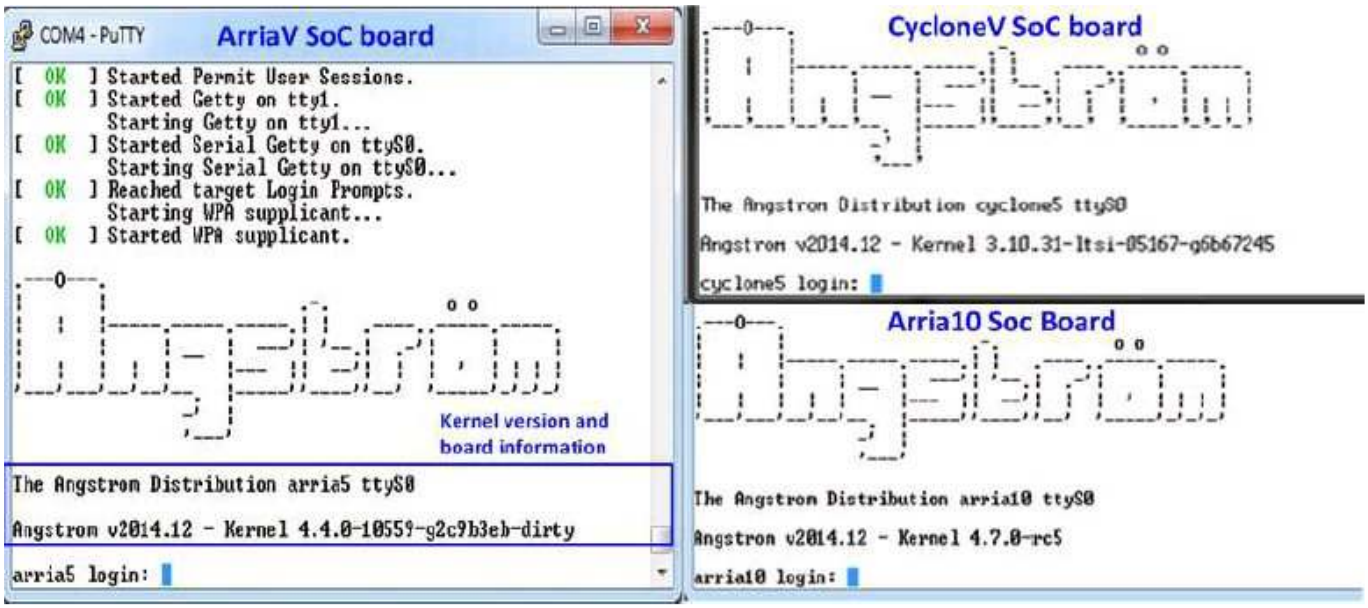

図 2-6: Linux のブート画面
- PC のシリアル・コンソールで Linux がブートし図 2-6 のようにログインの要求が表示されるまで待機します